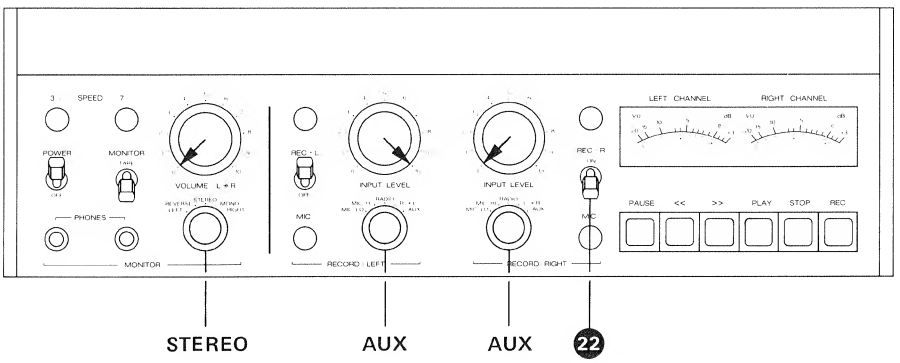

Fig. 6.4.–2
– Bedienungselemente nach Fig. 6.4.–2 einstellen.